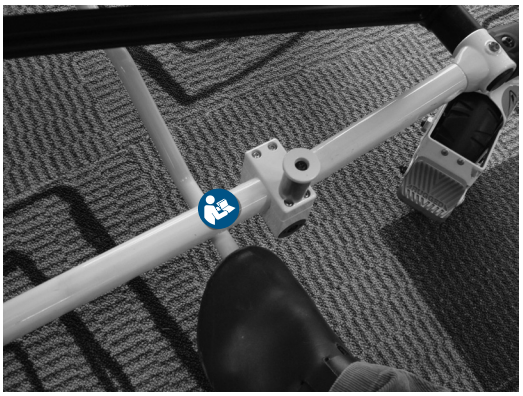

Figur 38
1. Användare 1 aktiverar stödet med foten, såsom visas i Figur 38.